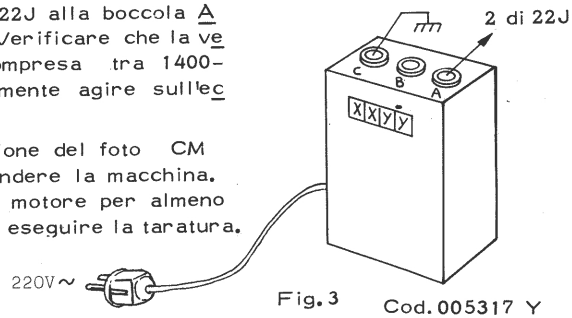

Fig. 3 Cod. 005317 Y
g) Collegare il punto 4 di 22J alla boccola A del TRAC (Fig. 3). Verificare che la velocità del motore, sia compresa tra 1400-2500 step/sec. Eventualmente agire sull'eccentrico del foto CM.